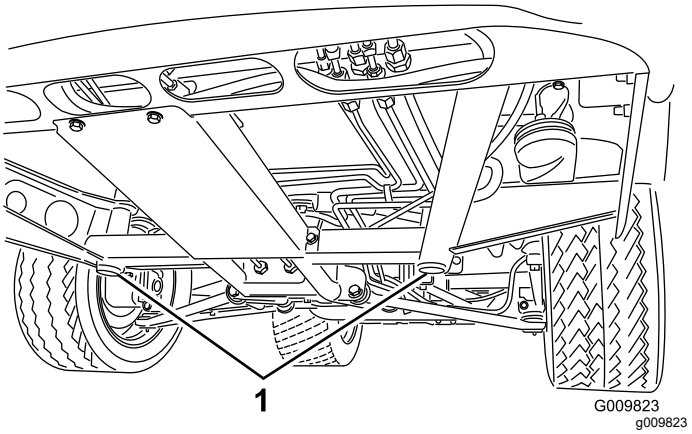
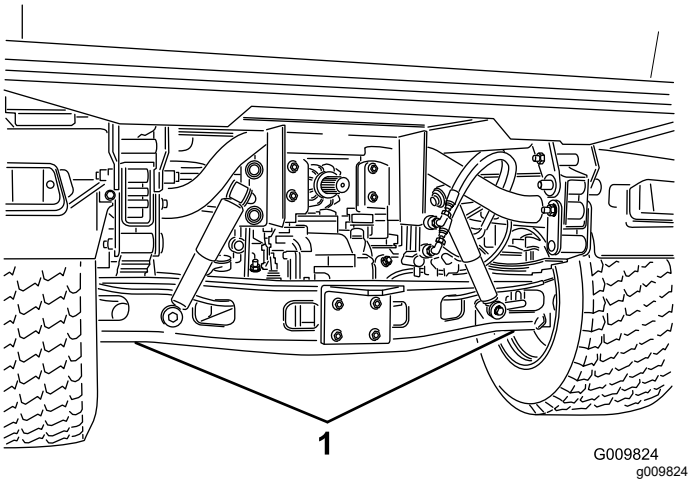

**Figur 36**
**Figur 37**
- Domkraftspunkten framtill på maskinen sitter under den främre centrumramen (Figur 36) och baktill sitter den under axeln (Figur 37).